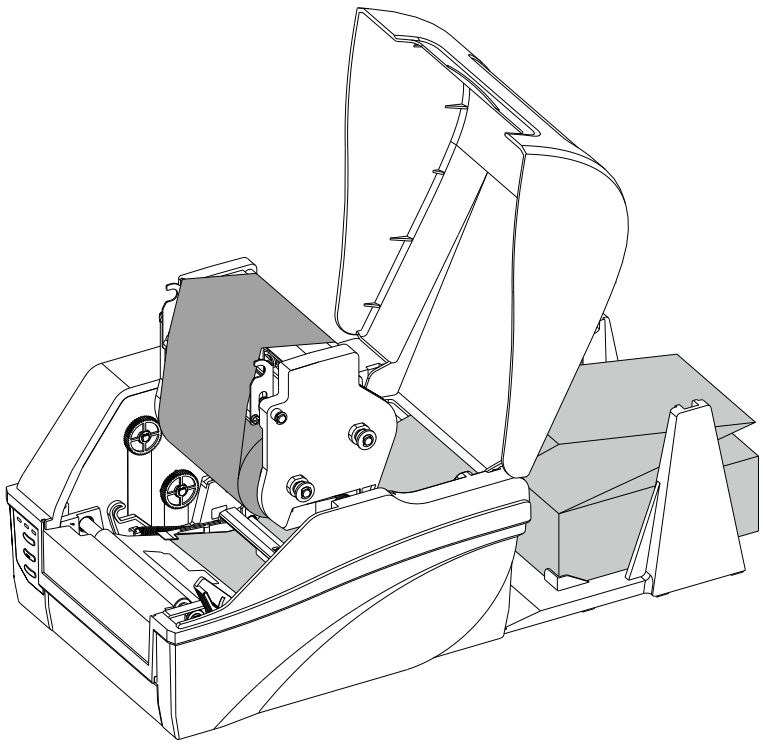

Figure 2-24 Thread the Media through Media Slot
4. Slide the Media Guides to the edge of the media, making sure that the media remains flat and is placed in the middle of the Tear-off Bar. This can be checked with the ruler on the Tear-off Bar. See Figure 2-24.